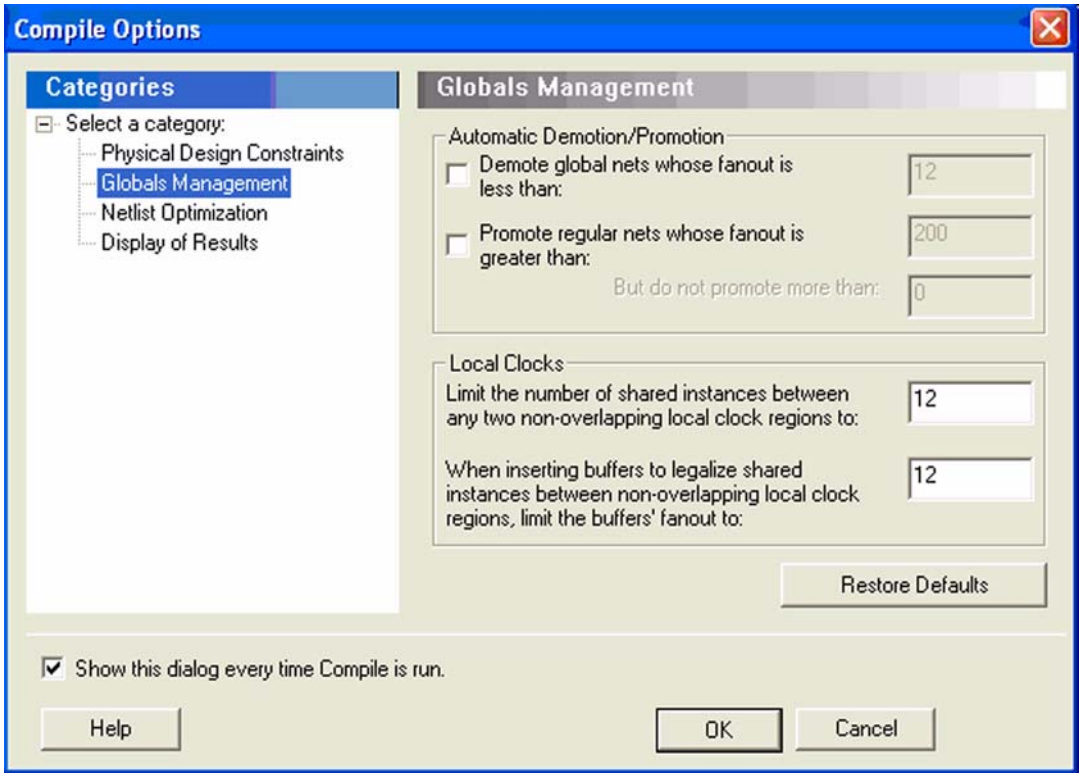

***Figure 3-11* • Globals Management GUI in Designer**
2. If some signals have a very high fanout and are candidates for global promotion, promote those signals to global using the compile options or PDC commands. Figure 3-11 on page 3-16 shows the Globals Management section of the compile options. Select **Promote regular nets whose fanout is greater than** and enter a reasonable value for fanouts.